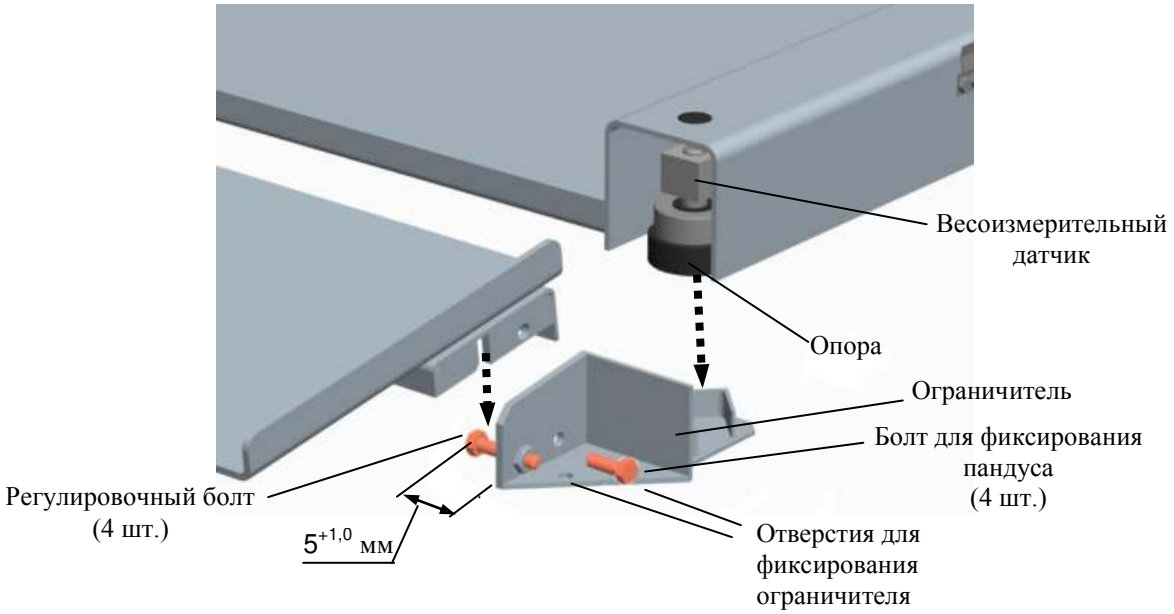

Рис. 5.2 - Сборка модуля
5.2.5 Вкрутите в ограничители болты и затяните гайки так, чтобы зазор между головкой болта и стенкой ограничителя был $5^{+1,0}$ мм (Рис. 5.2).
5.2.6 Поочередно приподнимая каждый из четырех углов платформы, подложите ограничители под опоры датчиков и наденьте пандусы (Рис. 5.2).
☝ При необходимости зафиксируйте ограничитель болтами М10 (8 шт.) через отверстия (Рис. 5.2).